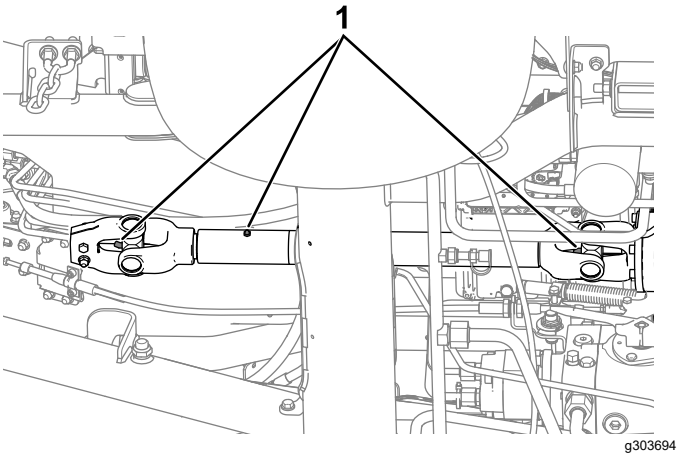

Bild 45
- Zapfwellen-Antriebswelle (Bild 45)